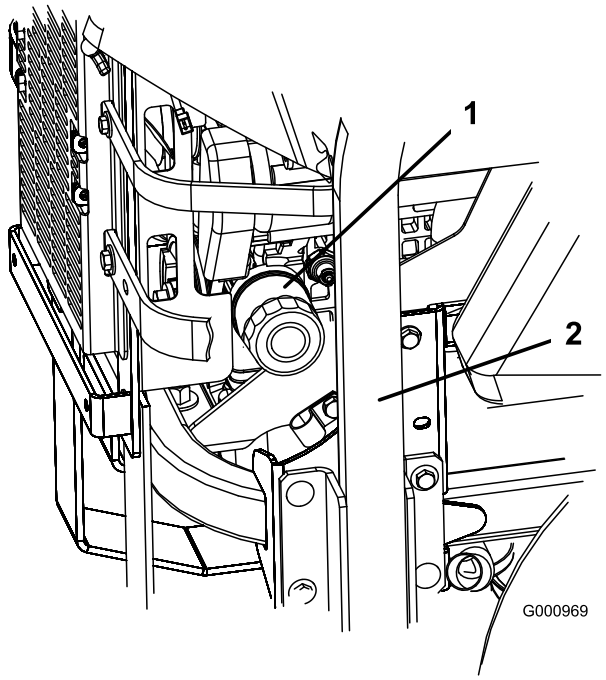
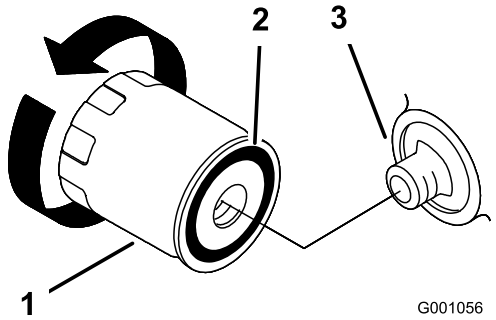

Figuur 36
Figuur 37
2. Draai het filter naar links om het te verwijderen (Figuur 36 en Figuur 37).